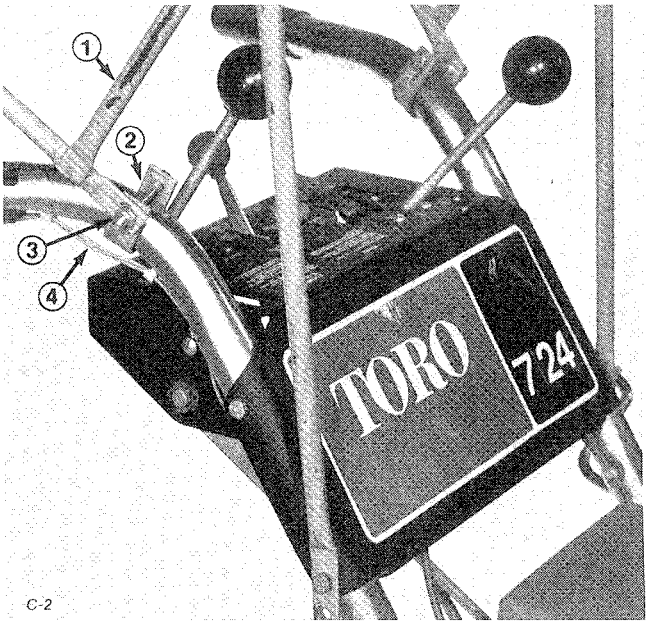

Figure 6
3. Mount rear of frame assembly to handles with U-clamps, (¼-20 x 2.00") capscrews, and locknuts (Fig. 6).
IMPORTANT: to ensure proper operation of the interlock levers, "U" clamps must be installed to handles with wires on outside of clamps (Fig. 6).